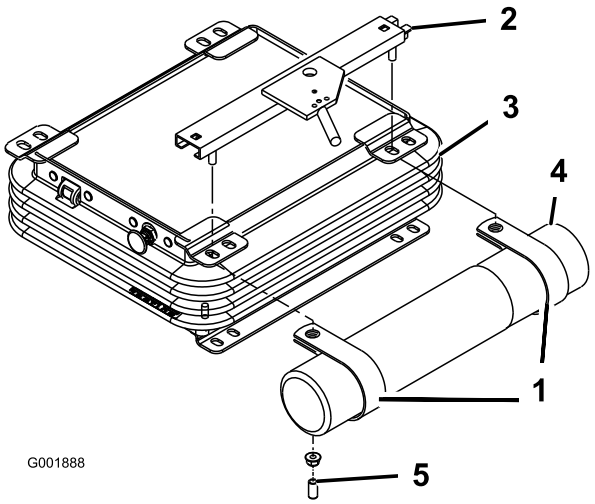

**Figur 7**
2. Fjern de to møtrikker og vinylmuffer (hvis de er monteret), der fastholder det øvre sædebeslag til sædeaffjedringens venstre side (Figur 7).
3. Sæt R-klemmerne løst på sædebeslagets tapper med de to møtrikker, der blev fjernet før. (Figur 7). R-klemmerne skal sættes under sædeaffjedringstapperne.
4. Sæt røret til betjeningsvejledningen på R-klemmerne, og stram møtrikkerne (Figur 7).